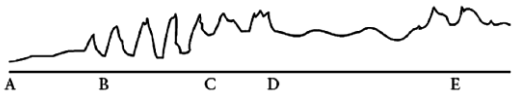

図 2 A～E カテーテル挿入中および位置設定中における圧波形（記録速度：25mm/秒）
5. 10cm 間隔に記された印によってカテーテル挿入部の長さを確認する。カテーテルは圧波形を観察しながら進めること。(図 2 参照)
6. RAP 波形が現れたら（図 2-A）、バルーンを最大限に拡張させる。
7. カテーテルを右心房から右心室へ進める（図 2-B）。右心房を通過した後にカテーテルの RVP 推移が記録されない場合は、シリンジを取り外してバルーンを収縮させ、カテーテルをゆっくりと手前へ引き戻し、再度バルーンを拡張させてカテーテルを進める。圧波形をモニターしながらカテーテルを肺動脈に進行させる（図 2-C）。カテーテルが肺動脈内まで達しない場合は、バルーンを縮小させ、カテーテルの先端部が右心房内にくるまで引き、バルーンを再拡張させステップ 4、5、6 を繰り返す。
8. カテーテルを、PCWP が現れるまで肺動脈へゆっくりと進行させる。（図 2-D）
9. 圧波形が PCWP から PAP へと推移することをモニターしながら（図 2-E）、シリンジを取り外してバルーンを完全に縮小させ、カテーテルが肺動脈内の適切な位置にあることを確認する。PCWP が得られるまでバルーンをゆっくりと再拡張させ、必要な空気量を記録する。